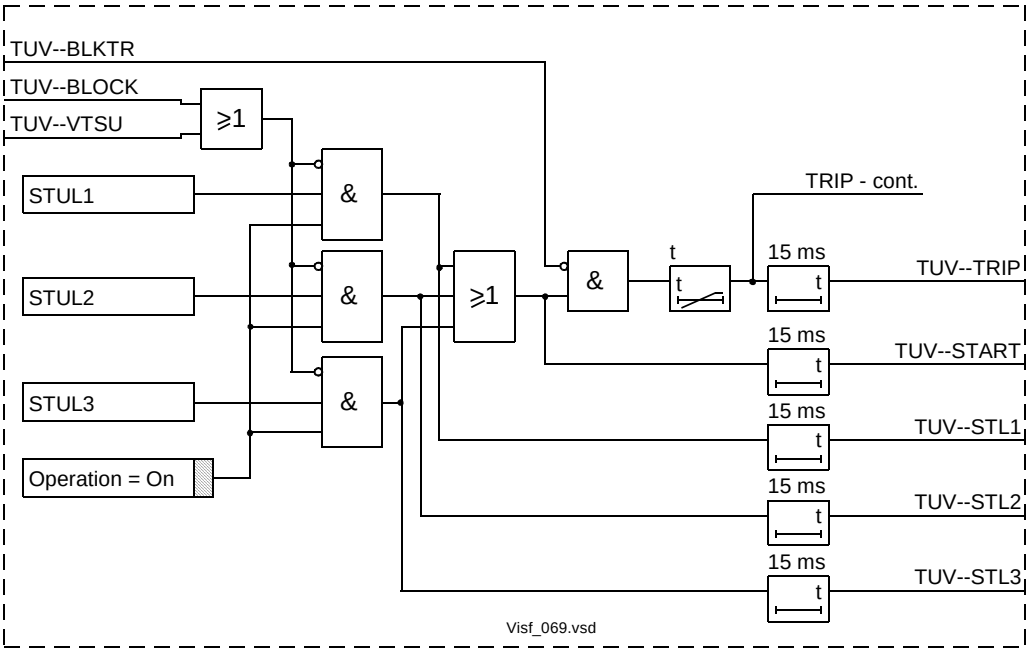

Figure 1: Example of a simplified logic diagram for a function block.
The names of the configurable logic signals consist of two parts divided by dashes. The first part consists of up to four letters and presents the abbreviated name for the corresponding function. The second part presents the functionality of the particular signal. According to this explanation, the meaning of the signal TUV--BLKTR in Figure 1: is as follows:
- Signals drawn to the box frame to the left present functional input signals. It is possible to configure them to functional output signals of other functions as well as to binary input terminals of the REx 5xx terminal. Examples in Figure 1: are TUV--BLKTR, TUV--BLOCK
- Signals in frames with a shaded area on their right side present the logical setting signals. Their values are high (1) only when the corresponding setting parameter is set to the symbolic value specified within the frame. Example in Figure 1: is the signal Operation = On. These signals are not configurable. Their logical values correspond automatically to the selected setting value.